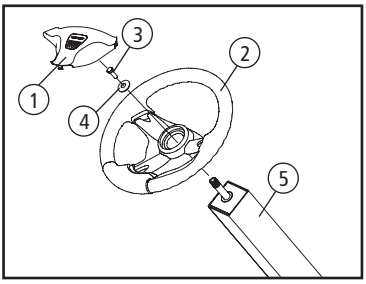

Fig. 05
1. Cuidadosamente retire a tampa (1) do volante (2) para remover o parafuso (3) e a arruela (4) que fixam o volante (2) na haste de direção (5), [Fig. 05].
2. Com as rodas do equipamento alinhadas para frente, coloque o volante (2) sobre a haste de direção (5).
3. Coloque a arruela (4) sobre o volante (2) e fixe com o parafuso sextavado (3).
4. Coloque a tampa do volante (1) no centro e a empurre para baixo até encaixar.